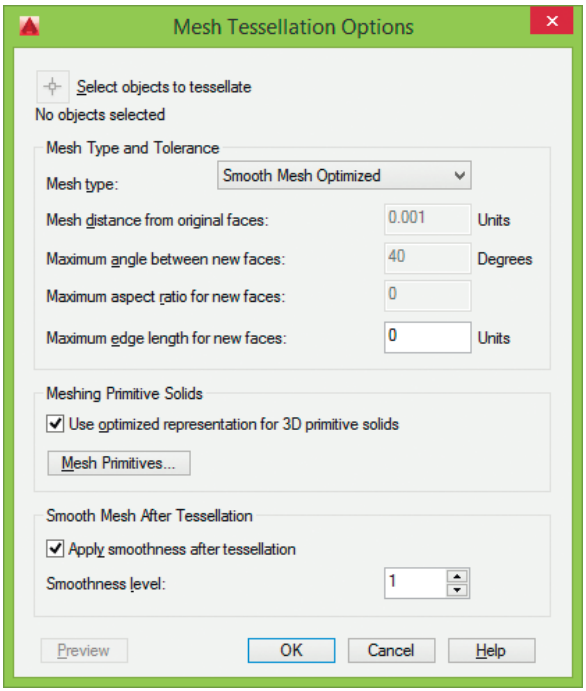

Рис. 3.23. Диалоговое окно определения параметров тесселяции
- кнопка **Tessellation...** – загрузка диалогового окна **Mesh Tessellation Options**, в котором определяются параметры тесселяции, применяемые к объектам, преобразуемым в объекты-сети (рис. 3.23):